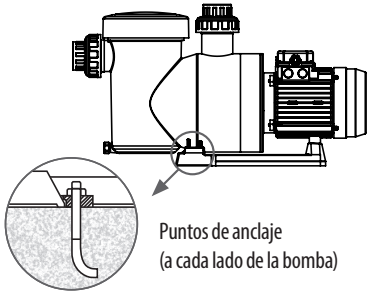

FIGURA 2
- Anclar la bomba al suelo usando el perno de cimentación que se adapte adecuadamente. (FIGURA 2).